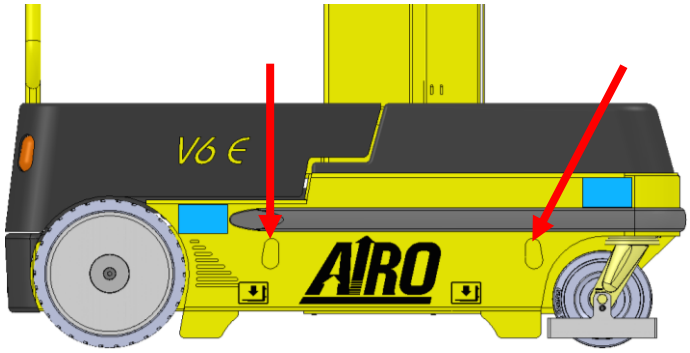

Abb. 29
- **Mittels der 4 Verankerungslöchern** an den Seitenwänden der Maschine kann diese mit **Haken und Stahlseilen** (Sicherheitsfaktor 5, siehe Maschinengewicht in den technischen Daten), die an den mit den Schildern gekennzeichneten Löchern (siehe Abb. 29) eingehängt werden, angehoben werden.